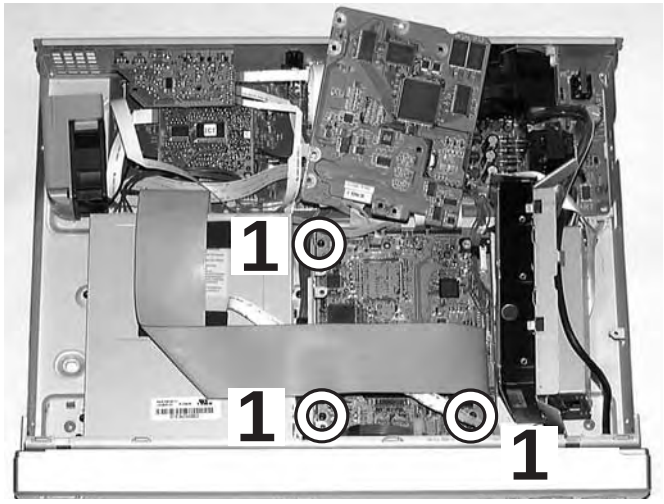
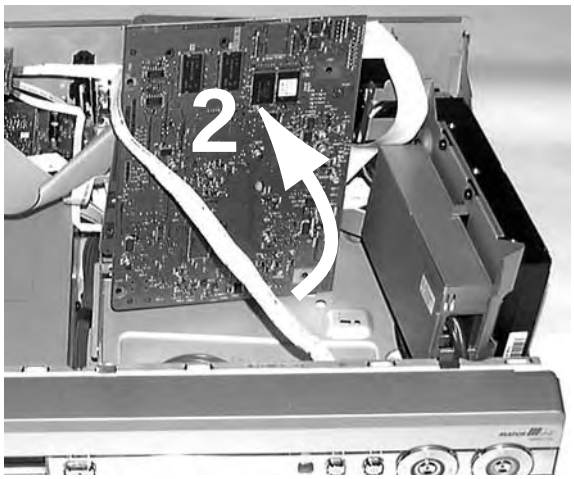

Figure 4-11
Figure 4-12
- Remove the remaining 3 screws that fix the Digital Board (1), see figure 4-11, and turn the Digital Board to the required service position, see figure 4-12